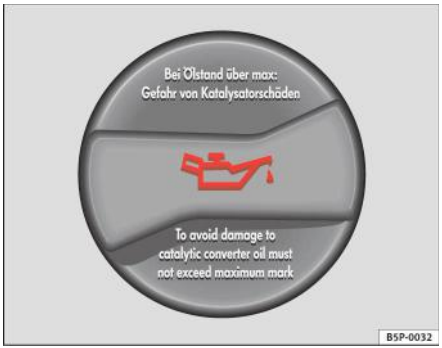

Fig. 163 În compartimentul motor: Buşonul orificiului de umplere cu ulei
– Desfaceți buşonul orificiului de umplere cu ulei ⇒ fig. 163.
– Imediat ce nivelul uleiului ajunge în zona (B), închideți buşonul cu grijă.